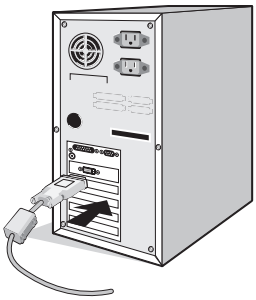

Figure A.1
2. **PC avec sortie numérique DVI :** branchez le câble signal DVI au connecteur du contrôleur graphique de votre système (**Figure A.1**). Serrez toutes les vis.